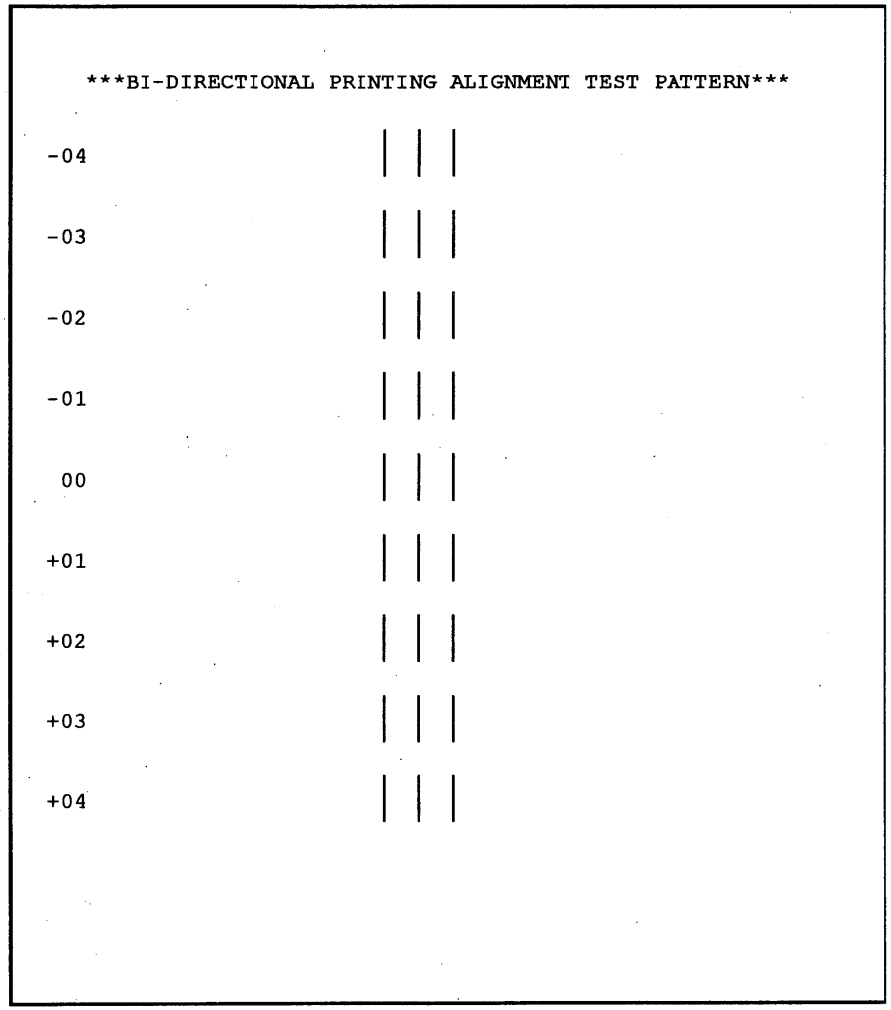

Рис. 4-50 **Контрольный лист для юстировки по вертикали**
3. Напечатайте контрольный лист двусторонней проверки юстировки печати (рис. 4-50). Нажмите следующую последовательность клавиш: MENU, 6, ENTER, 4, ENTER.